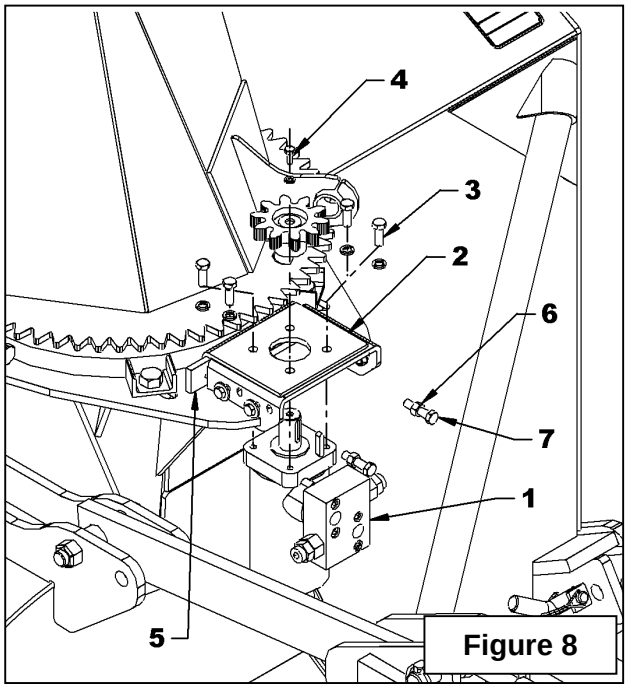

Figure 8
Rotation Hydraulique par Engrenage – 8164B ***(Figure 8)***
1. **Figure 8:** Installer le moteur (item 1) en plaçant la plaque d'ancrage (item 2) par-dessus tel qu'illustré. Fixer à l'aide de quatre boulons 3/8"NC x 1" (item 3) et des rondelles de blocage. Serrer les boulons à la main.
2. **Figure 8:** Installer l'engrenage avec la clé, le boulon (item 4) et la rondelle de blocage. Serrer le boulon selon la ***Table de Spécification des Couples*** à la fin du manuel.
3. **Figure 8:** Insérer le fer plat d'ancrage (item 5) entre la plaque d'ancrage (item 2) et le support de moteur tel qu'illustré. Visser les écrous 3/8" (item 6) au maximum sur les deux boulons 3/8"NC x 1 1/2" (item 7). Installer ces deux boulons (item 7) en les vissant dans le fer plat d'ancrage (item 5).